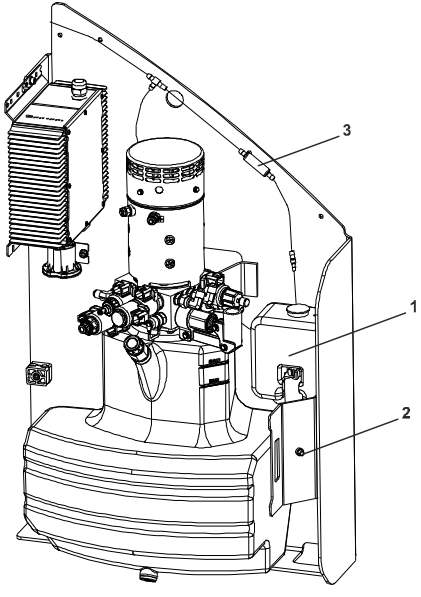

**Figur 5-6. Hell vann på batteriene**
Koble fra og rengjør **filteret (3)** (se Figur 5-6.) ved lede vannet i motsatt retning av normalt.